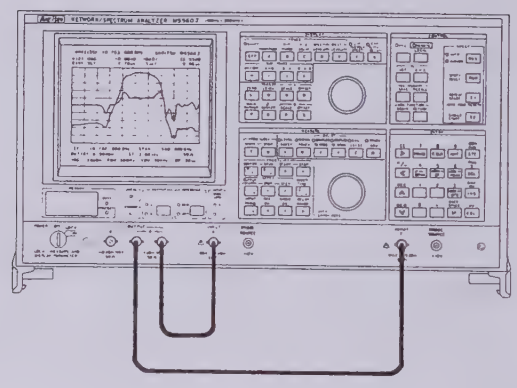
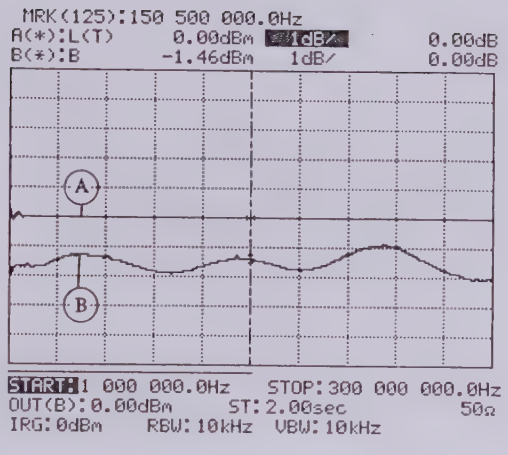

Fig. 2-52 Connection for Calibration
Fig. 2-53 Calibration Display
When magnitude is measured with the connection diagram shown in Fig. 2-52 waveform (B) of Fig. 2-53 is displayed on the screen. This measured value shows the frequency response of the MS560J itself. To eliminate this frequency response, do the following.
4.	Wait for the waveform (A) shown in Fig. 2-53 to appear on the screen.